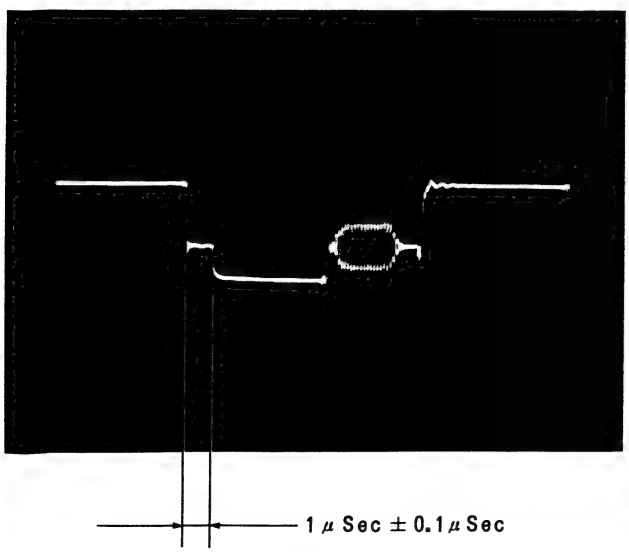

図5-1.
2. オシロスコープをBP基板のTP1に接続し，図5-1になるようにBO基板のRV2を調整する。